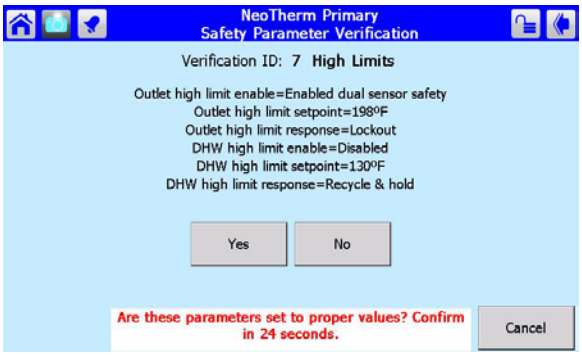

Fig. 76 – Safety Parameter Confirmation
11. The system will present a listing of a group which includes the parameter you changed (the flap valve ID). See Fig. 76.